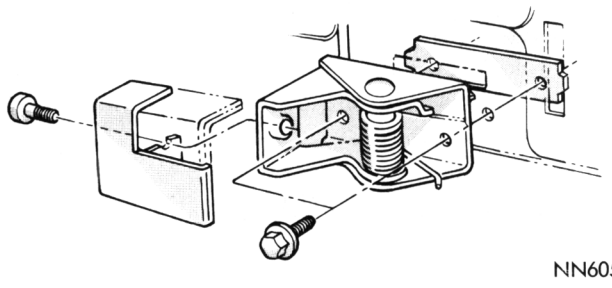

Fig. 18—Remote Control Handle
The remote control handle (Fig. 18) is attached to the control unit with a screw at the rear inner end.
(1) Raise door glass.
(2) Remove screws attaching remote control base to door panel (Figs. 18 and 19).
(3) Remove link from remote control lever.
(4) Remove control through large opening in door.